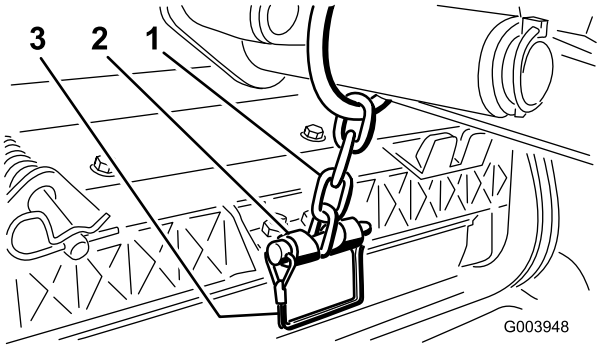

**Figur 9**
11. Fastgør løftearmskæden til kædebeslaget med låsestiften (Figur 9).